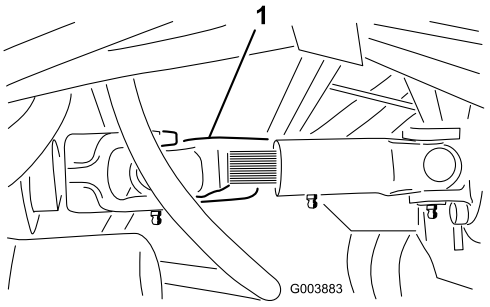

Figur 35
2. Løsne skruene som fester drivakselen til drivverket (Figur 35).
6. Når tauingen er fullført, skal drivakselen monteres igjen som vist i Figur 35. Kilene er designet for å muliggjøre montering kun når de to halvdelene av akselen er i riktig retning.